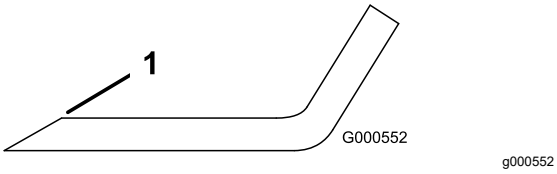

Figur 79
1. Slipa eggarna i båda ändarna av kniven med en fil (Figur 79).
Obs: Om kniven inte är balanserad kan du fila bort lite metall från knivens segeldel (Figur 79).